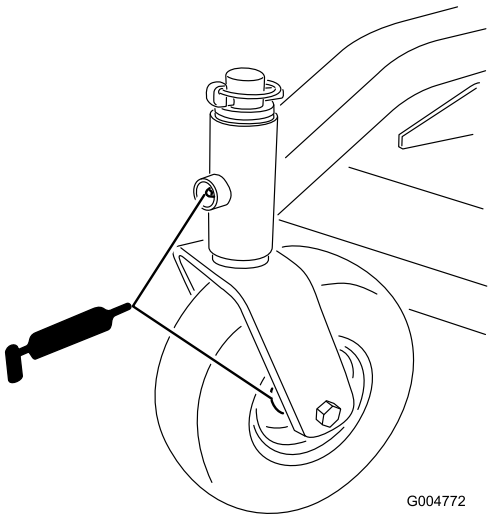

**Figuur 15**
- Lagerbussen van de voorste zwenkwielas (Figuur 15)
- Lagers van de voorste en achterste zwenkwielen (Figuur 15)